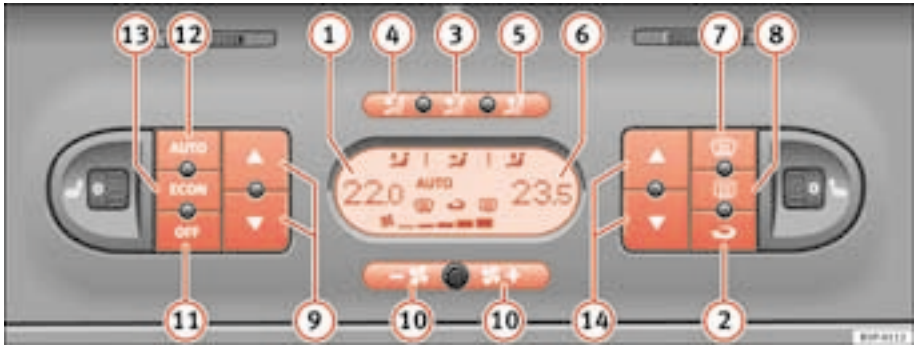

Fig. 126 On the dash panel: 2C Climatronic controls
– To enter manual mode, press one of the buttons ⇒ fig. 126 (3) to (5), ECON or press the airflow control (10). The symbol AUTO will disappear from the display. ▶
– Press the button ⇒ page 155, fig. 126 (2) to switch air recirculation mode on or off. It is switched on if the following symbol appears in the display .